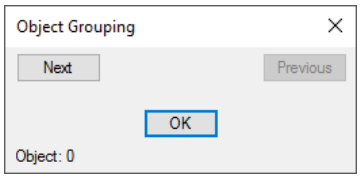

Figure 20-6 *The* ***Object Grouping*** *dialog box*
6. Select the group G1 in the **Group Name** list box, if not already selected, and choose the **Highlight** button; the **Object Grouping** dialog box is displayed, as shown in Figure 20-6. You can use the **Next** and **Previous** buttons to highlight the grouped objects in the order of selection.